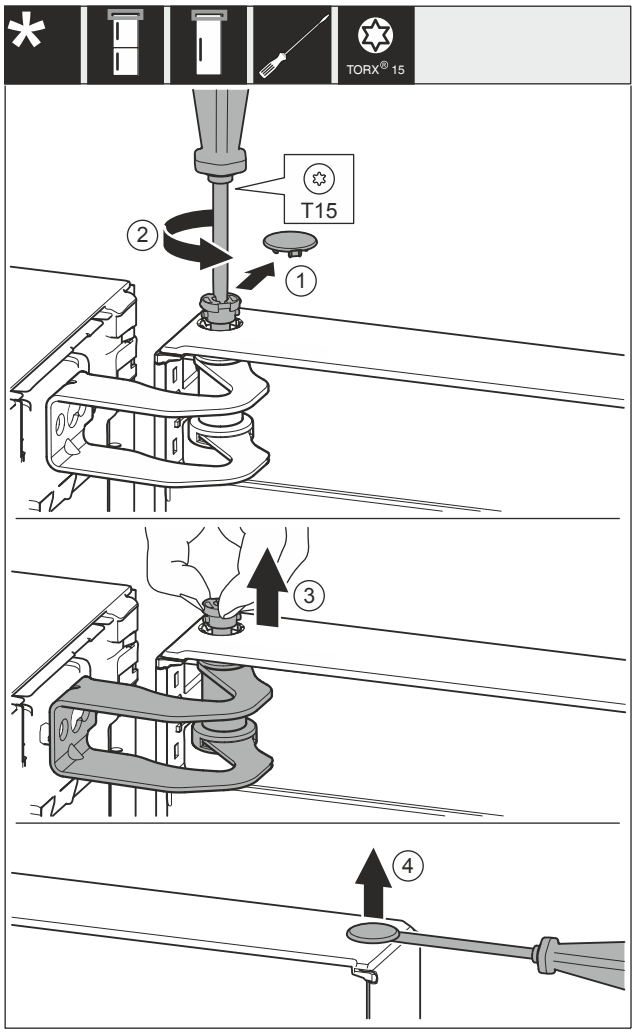

Fig. 29
- ▶ Abdeckung *Fig. 29 (1)* vorsichtig entfernen.
- ▶ Bolzen *Fig. 29 (2)* mit Schraubendreher ein Stück herausdrehen.
- ▶ Bolzen *Fig. 29 (3)* mit den Fingern herausziehen.
- ▶ Abdeckung *Fig. 29 (4)* vorsichtig mit einem Schraubendreher anheben und entfernen.